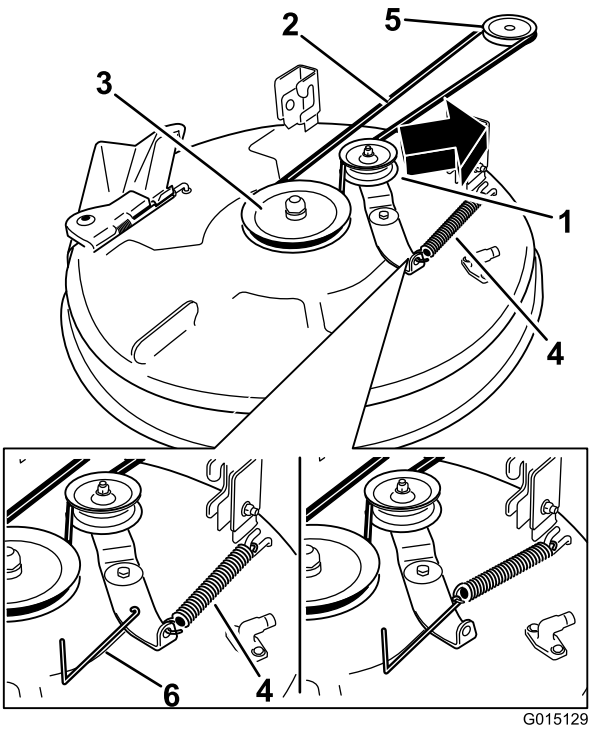
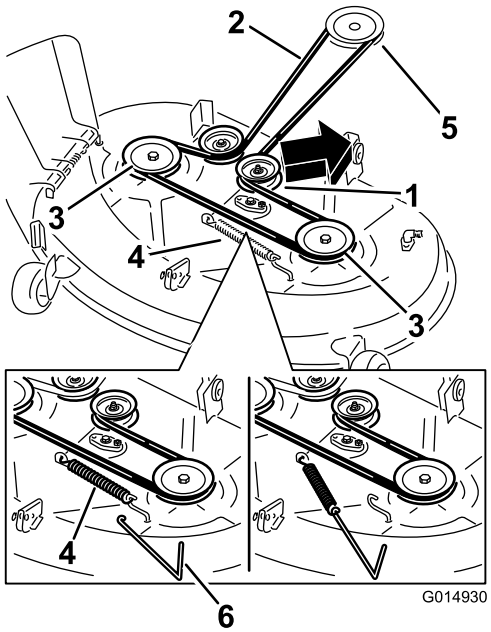

Figur 68
Figur 69
5. Använd ett fjäderborttagningsverktyg (Toro-artikelnr 92-5771) och ta bort mellanremskivfjädern från däckkroken så att spänningen på mellanremskivan minskas, och rulla av remmen från skivorna (Figur 68 och Figur 69).
6. Drag den nya remmen runt motorremskivan och klipparremsskivorna (Figur 68 och Figur 69).
7. Använd ett fjäderborttagningsverktyg (Toro-artikelnr 92-5771) och montera mellanremskivfjädern på däckkroken så att mellanremskivans och klipparremmens spänning ökar (Figur 68 och Figur 69).